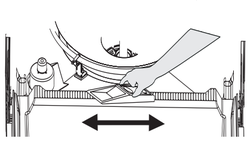

Figure 9a
6. Déposer la crémaillère à vérifier que lave-vaisselle est de niveau d'un côté à l'autre en plaçant un niveau sur le bas de la porte intérieure. **Voir figure 9a.**